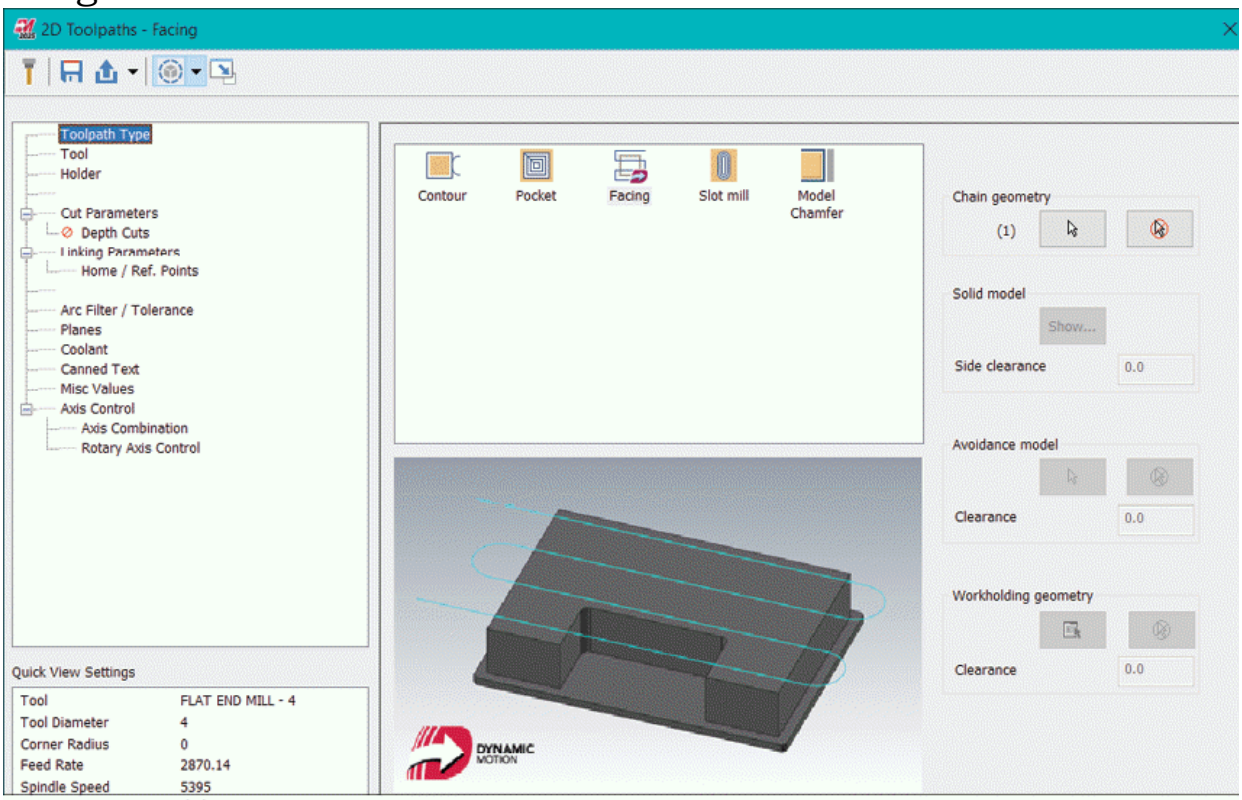

Figure-34. 2D Toolpaths-Facing dialog box
- Click on the **OK** button from the dialog box. The **2D Toolpaths - Facing** dialog box will be displayed; refer to Figure-34.